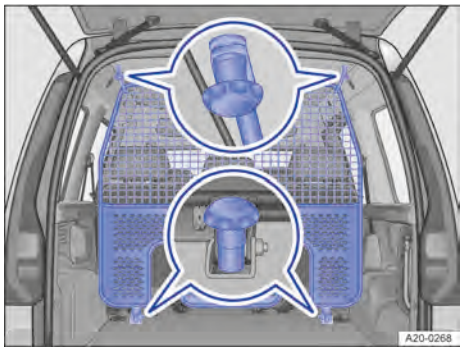

Fig. 159 En la zona de carga: reja de separación detrás de la segunda fila de asientos.
3. Enrosque la reja de separación en los puntos de fijación traseros del techo → Fig. 159.
4. Enrosque la reja de separación en los anclajes inferiores → Fig. 159.
3. Enrosque la reja de separación en los puntos de fijación delanteros del techo → Fig. 159.
1. Desenrosque la reja de separación de los anclajes inferiores → Fig. 159.
2. Desenrosque la reja de separación de los alojamientos del techo → Fig. 159.